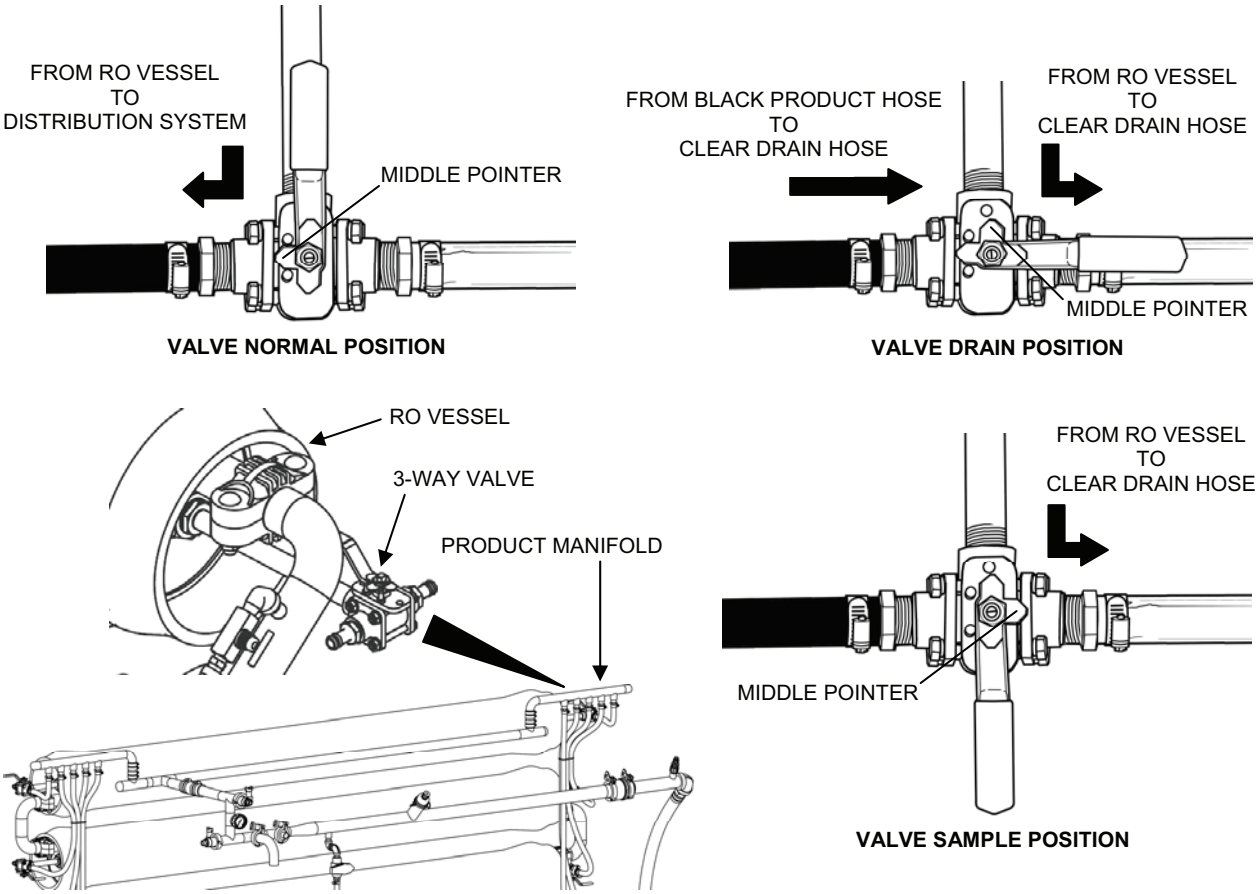

Figure 6. RO Vessel 3-Way Valve Positions.
RO vessels are designed so that product water from each element is discharged separately to the Product Manifold through a 3-way valve (Figure 6). The 3-way valve can be positioned one of the following three ways:
3. Test RO element product flow as follows (Figure 6):